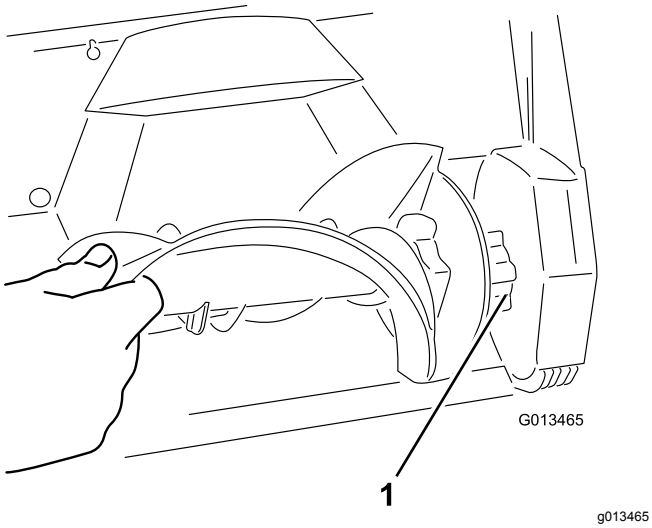

Рисунок 17
4. Установите новый ротор, введя конец ротора в соответствующую монтажную конечную часть корпуса и поворачивая ротор до тех пор, пока он со щелчком не встанет на место (Рисунок 17).